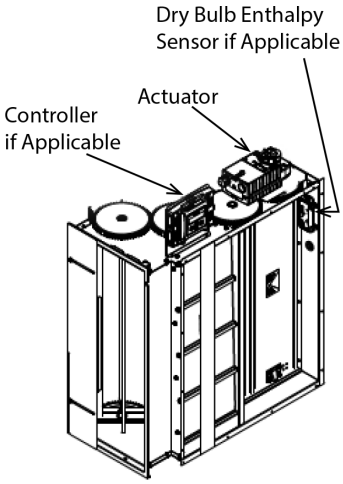

Figure 10 - Actuator and Controller Location
9. Leave the kit supplied filter access panel above the hood off at this point to access the controller and actuator. Controller and actuator are mounted directly to economizer (see Figure 10).